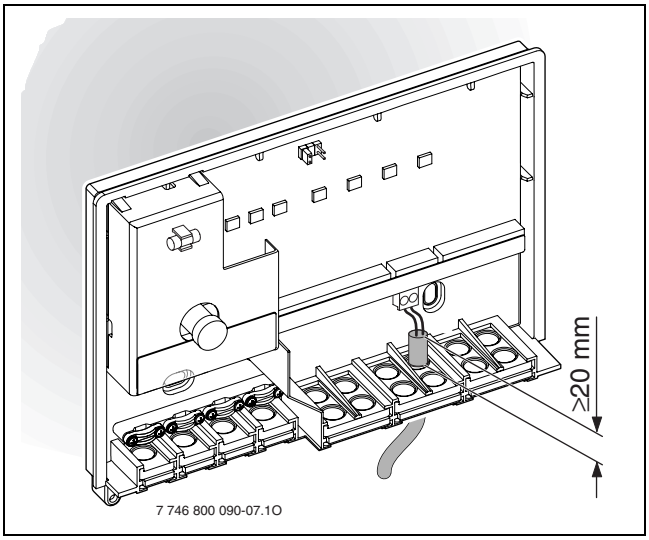

Fig. 12
Para la protección contra salpicaduras (IP): tienda los cables de tal modo que la camisa entre al menos 20 mm en la guía de cables (→ fig. 12).